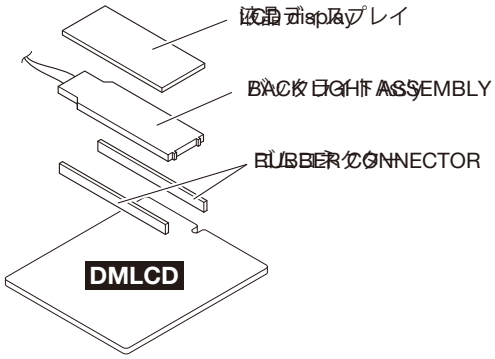

Fig.3
3. Remove the back light assembly. (Fig.3)
4. Remove the rubber connector. (Fig.3)
5. Remove the LCD display. (Fig.3)
* ***Avoid touching the conductive part of the rubber connector as much as possible. Should foreign matter or dirt adhere, remove such contamination using adhesive tape or the like. Do not wipe off using solvents such as benzene or alcohol. (Fig.3)***